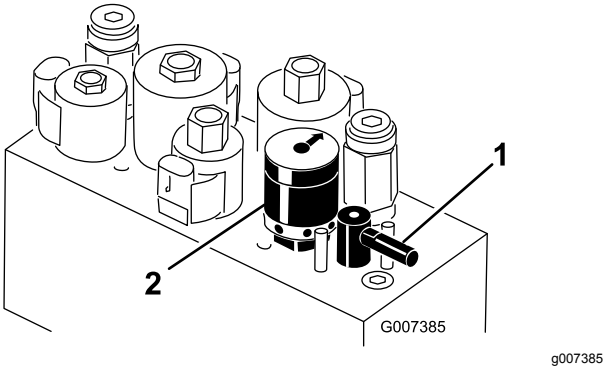

Figuur 59
5. Zet de wethendel in de stand 'R' (Figuur 59).
6. Draai de toerentalregeling van de messenkooien op instelling 1 (Figuur 59).